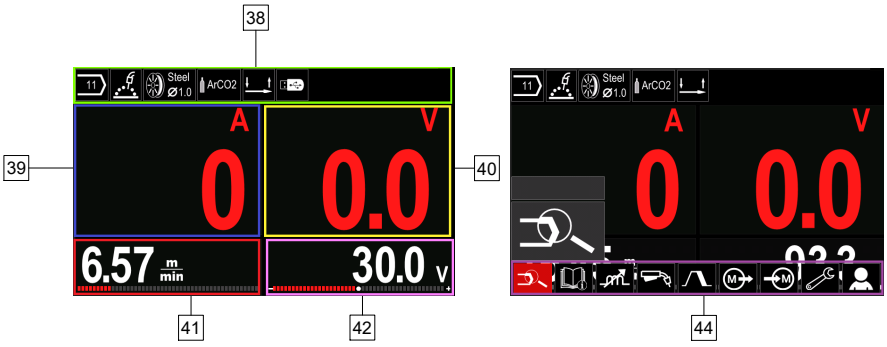
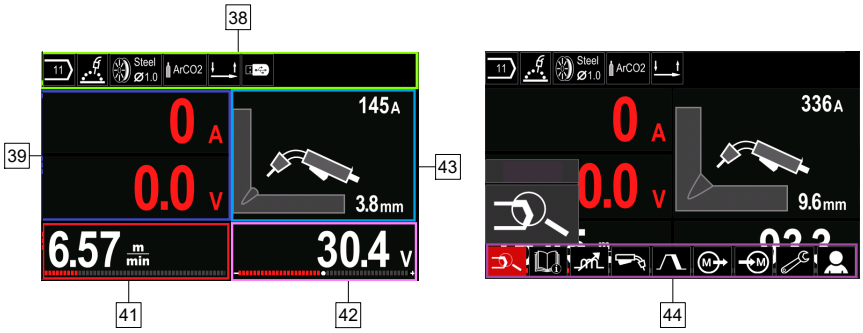

Figura 7.
Figura 8.
- Vizualizare Basic (Figura 7)
- Vizualizare PRO (Figura 8)
- Selectaţi una dintre vizualizări (Basic - Figura 7 sau Avansată - Figura 8).